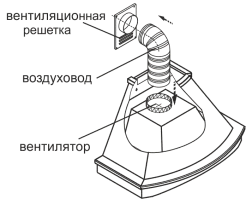

рис. 7
рис. 7а
6.4 В зависимости от режима эксплуатации кухонной вытяжки соедините вентилятор с вентиляционной решеткой полужестким воздуховодом (рис. 7) или установите на вентилятор угольные фильтры. Угольные фильтры устанавливаются на защитные решетки корпуса вентилятора (рис. 7А)